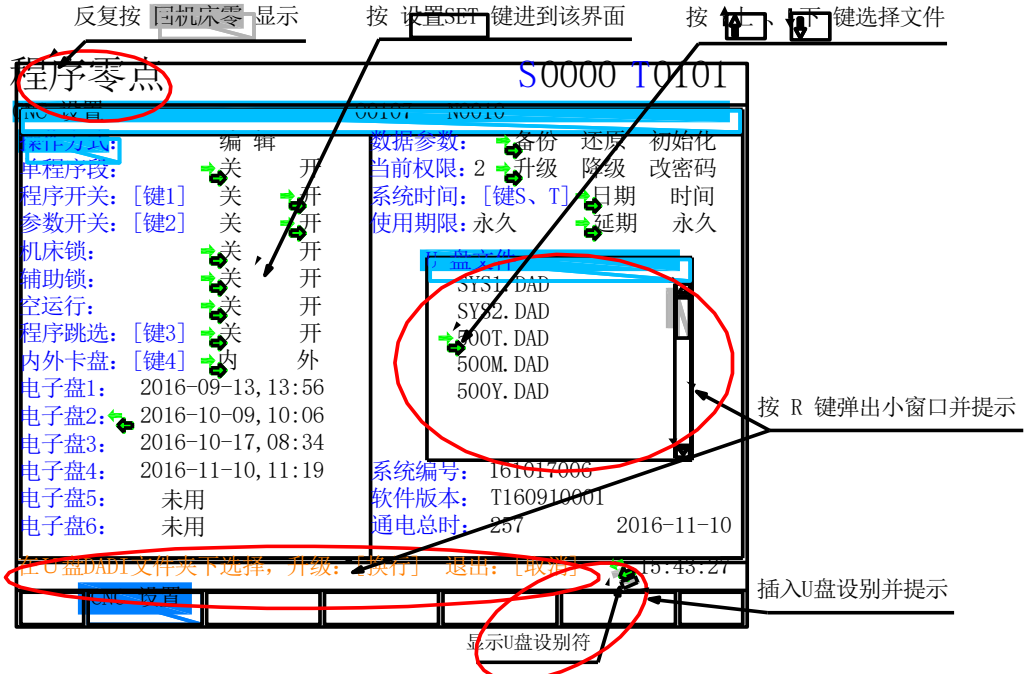

图 10.1-1
① 准备好 U 盘，并确保是按 FAT32 文件系统进行格式化的。在 U 盘根目录建一个 dadi 文件夹，将要升级的文件（如 500T.DAD，文件扩展名必须是 .DAD）拷贝到 U:\dadi 文件夹下
② 连接 U 盘到 CNC ，直到数控系统显示 U 盘设别符，如图 10.1-1；
③ 按 2 次 回机床零 键，进到 程序零点 状态；
④ 按 设置 SET 键，到设置界面，如下图 10.1-1；
⑤ 按 R 键，弹出升级小窗口，如上图 10.1-1。 并提示：在 U 盘 DADI 文件夹下选择，升级：[换行] 退出：[取消]
⑥ 按 ↑上 、↓下 键移动绿色小箭头光标，选择升级文件。只能选扩展名.DAD 或.bin 的前 60 个文件。
⑦ 按 换行 EOB 键开始升级；
⑧ 升级结束，等 3～5 秒钟，重新上电。
② 连接 U 盘到数控系统 ，直到数控系统显示 U 盘设别符，如图 10.1-1；
③ 关系统电源一分钟
④ 按住 复位 RESET 键，系统重新上电
⑤ 显示如下：